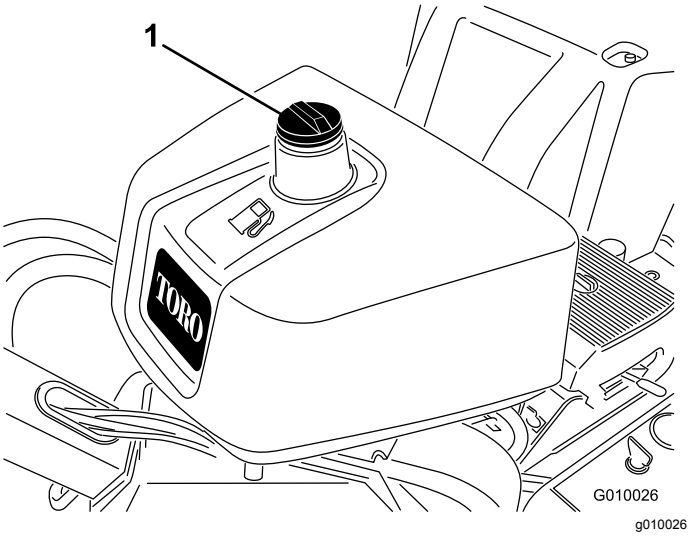

Figur 17
2. Rengør området omkring brændstofdækslet og afmonter det (Figur 17).